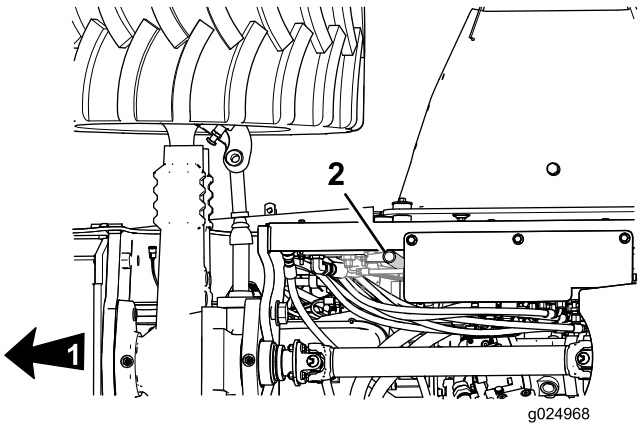

Figure 66
1. Inspect the crankcase breather tube (Figure 66) for sludge, debris, or ice inside the tube.